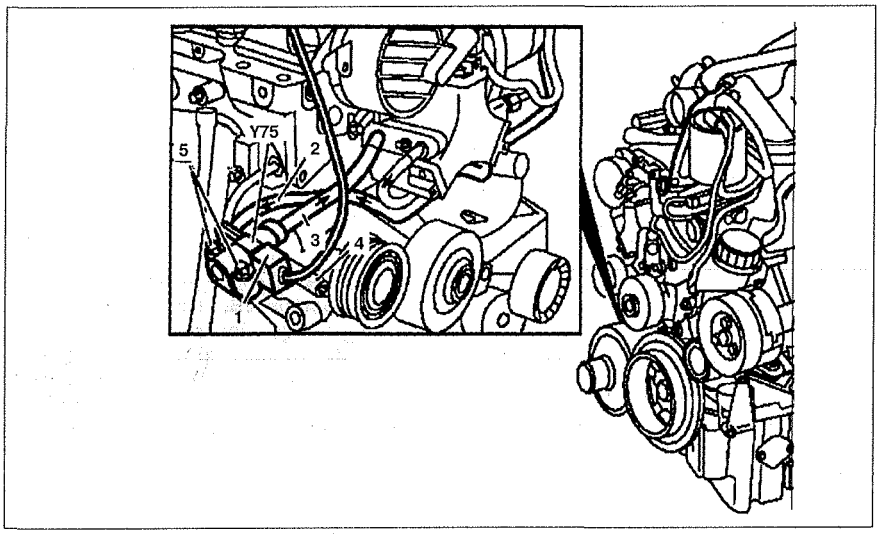

Рис. 5.61. Клапан отсечки топлива:
1. Отсоедините разъем проводки **1** от отсечного клапана **Y75** (см.рис.5.61).